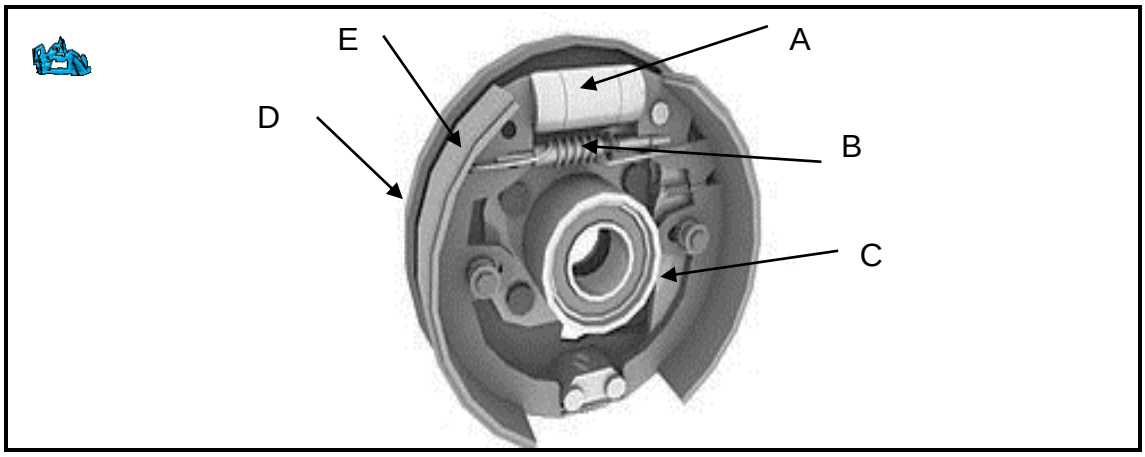

FIGURE 3 (5)
4.1 Name the parts indicated of the brake system in FIGURE 3. Write only the answer next to the letter (A–E) in the ANSWER BOOK.